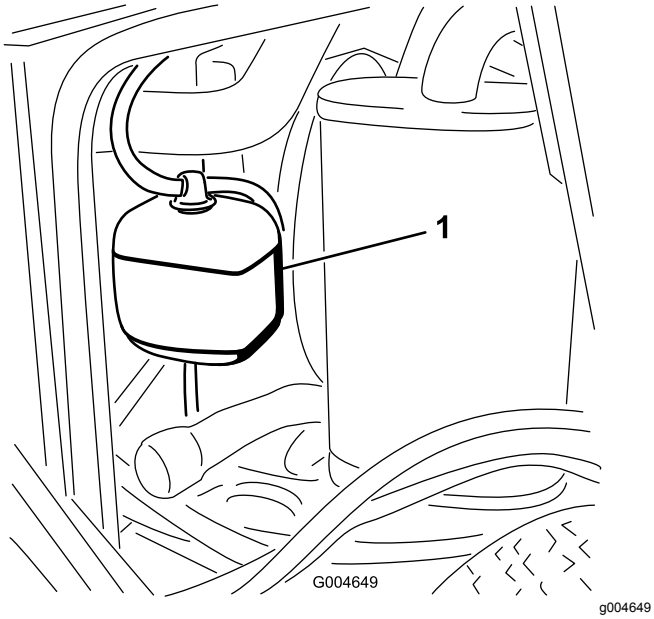

**Rysunek 42**
1. Sprawdź poziom płynu chłodzącego w zbiorniku wyrównawczym (Rysunek 42).